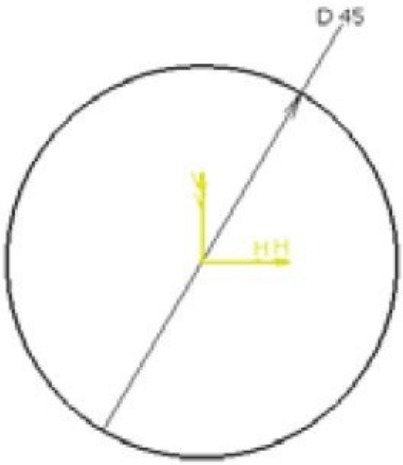

Figure 10-85 *The sketch of the blended section*
g. Create the blended surface, refer to Figures 10-85 through 10-87.
2. Draw the sketch of the blended section, as shown in Figure 10-85. In this figure, the display of the previously created surfaces has been turned off.
2. Select the sketch shown in Figure 10-85.